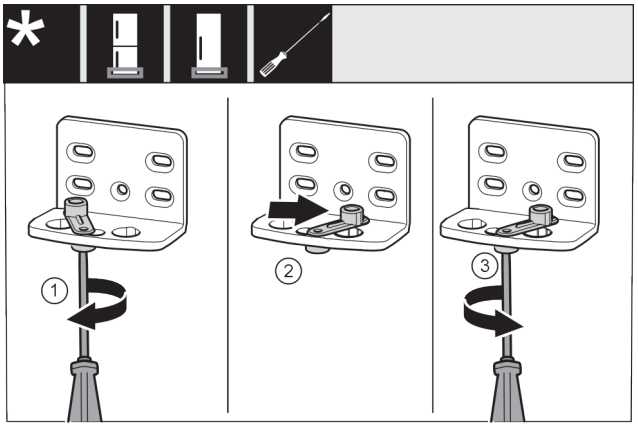

Fig. 13
- ▶ Ar skrūvgriezi nenostiprināti pieskrūvējiet skrūvi *Fig. 13 (1)*.
- ▶ Paceliet durvju aizvēršanas palīgierīci *Fig. 13 (2)* un ieskrūvējiet caurumā par 90° uz labo pusi.
- ▶ Ar skrūvgriezi pieskrūvējiet skrūvi *Fig. 13 (3)*.